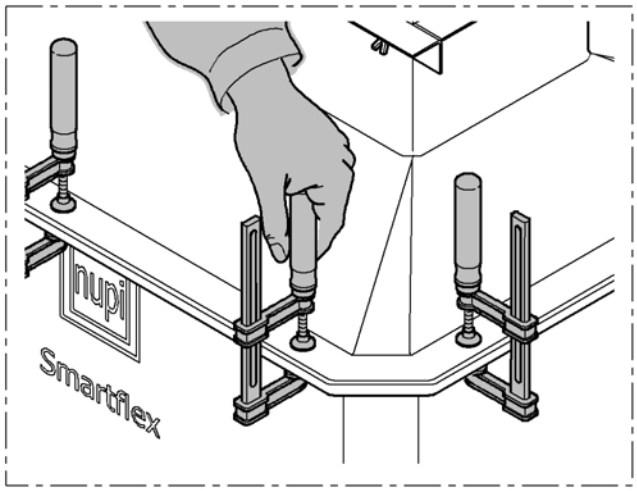

Fig. 5
• Durante el tiempo de enfriamiento de la junta, cerrar aún más los cierra-juntas para que los dos componentes adhieran de manera correcta. (Fig.5)